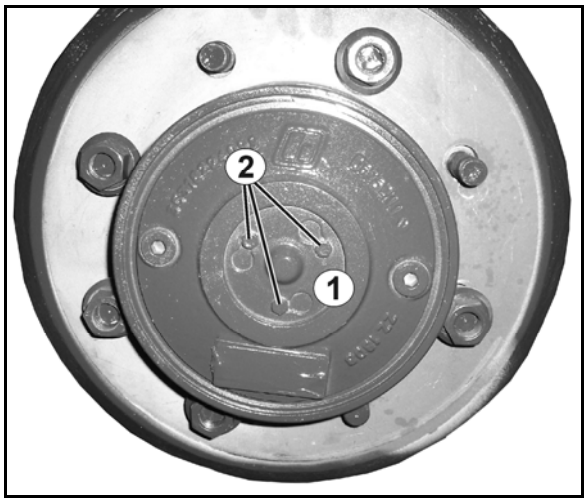

Rys. 131
Jeśli zachodzi konieczność holowania maszyny, można obrócić pokrywy w kształcie kapelusza (Rys. 131/1).
1. Poluzować śruby (Rys. 131/2).